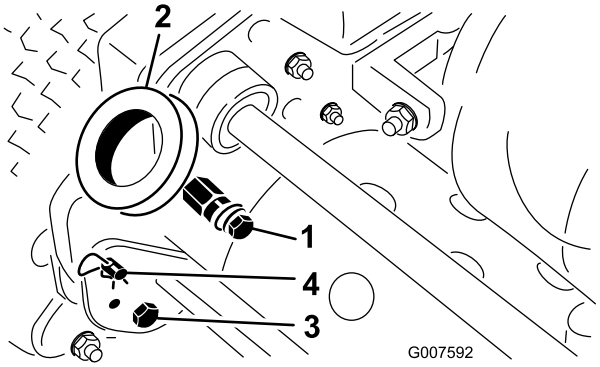

Figur 3
1. Ta bort de skruvar och låsmuttrar som håller fast styrarmarnas nedre delar på båda sidorna av klipparen (Figur 3).
2. Avlägsna hårnålssprintarna och ringbultarna som fäster styrarmarna på ramens baksida (Figur 3).
3. För in handtagets ändar genom hålen i styrarmarna och passa in hålen efter fäststiften (Figur 3).
1. Avlägsna hårnålssprintarna från ringbultarna på varje sida av klipparen (Figur 3).
2. Medan du stöder handtaget avlägsnar du ringbultarna på varje sida och höjer eller sänker handtaget till önskat driftsläge (Figur 3).